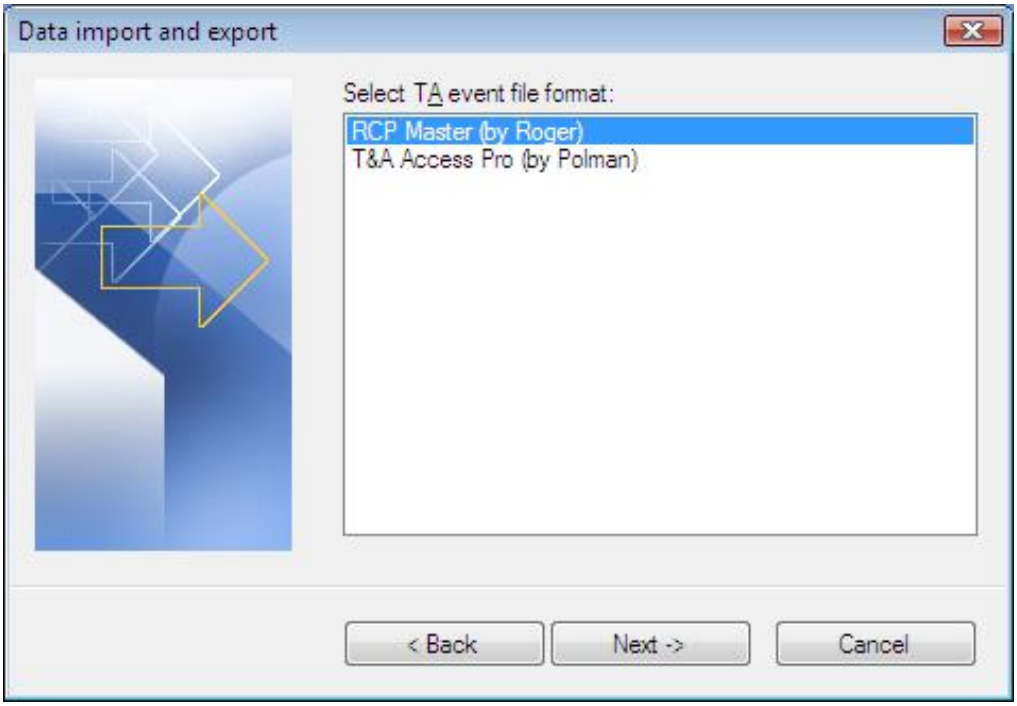

Figure 8. *Data import and export wizard — step 2*
- Step 2. Select data file format (when importing data from PR Master — Figure 8).